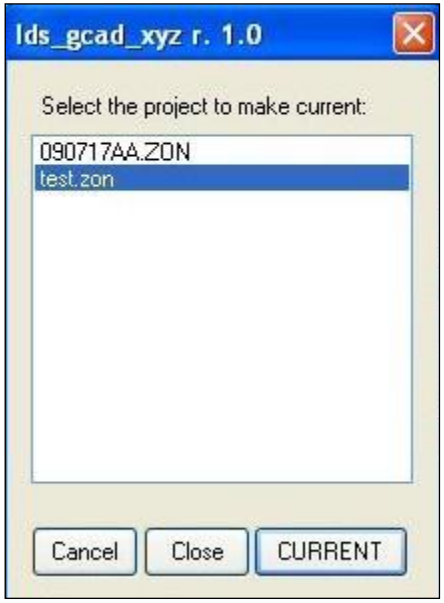

图88-多个项目管理
- 对于需要在CAD中导入的每个新项目重复第1步+2（请记住，IQMapsSW在其目录内为每个项目创建了不同的ASCII文件）。用户将在窗口中显示的列表中选择当前项目（图88）。